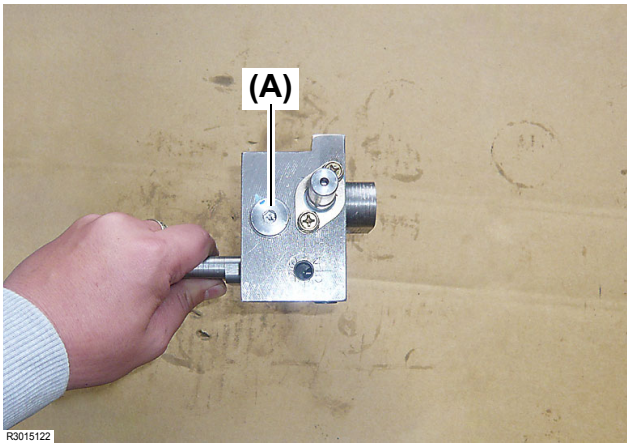
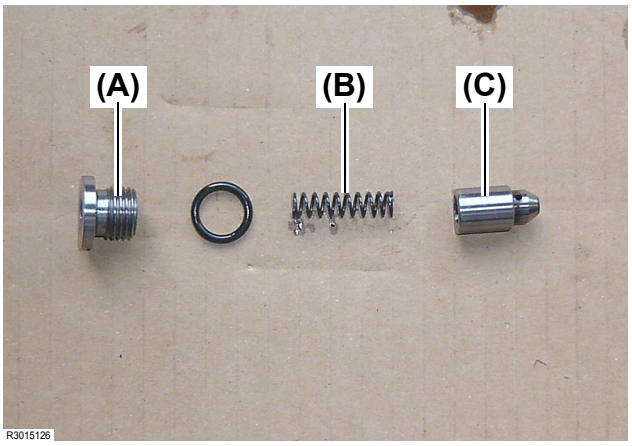

Fig. 8
Fig. 9
5. Remove the plug **(Fig. 8, 9, (A))** and then take out the spring **(Fig. 9, (B))** and the check valve **(Fig. 9, (C))** from the inside.